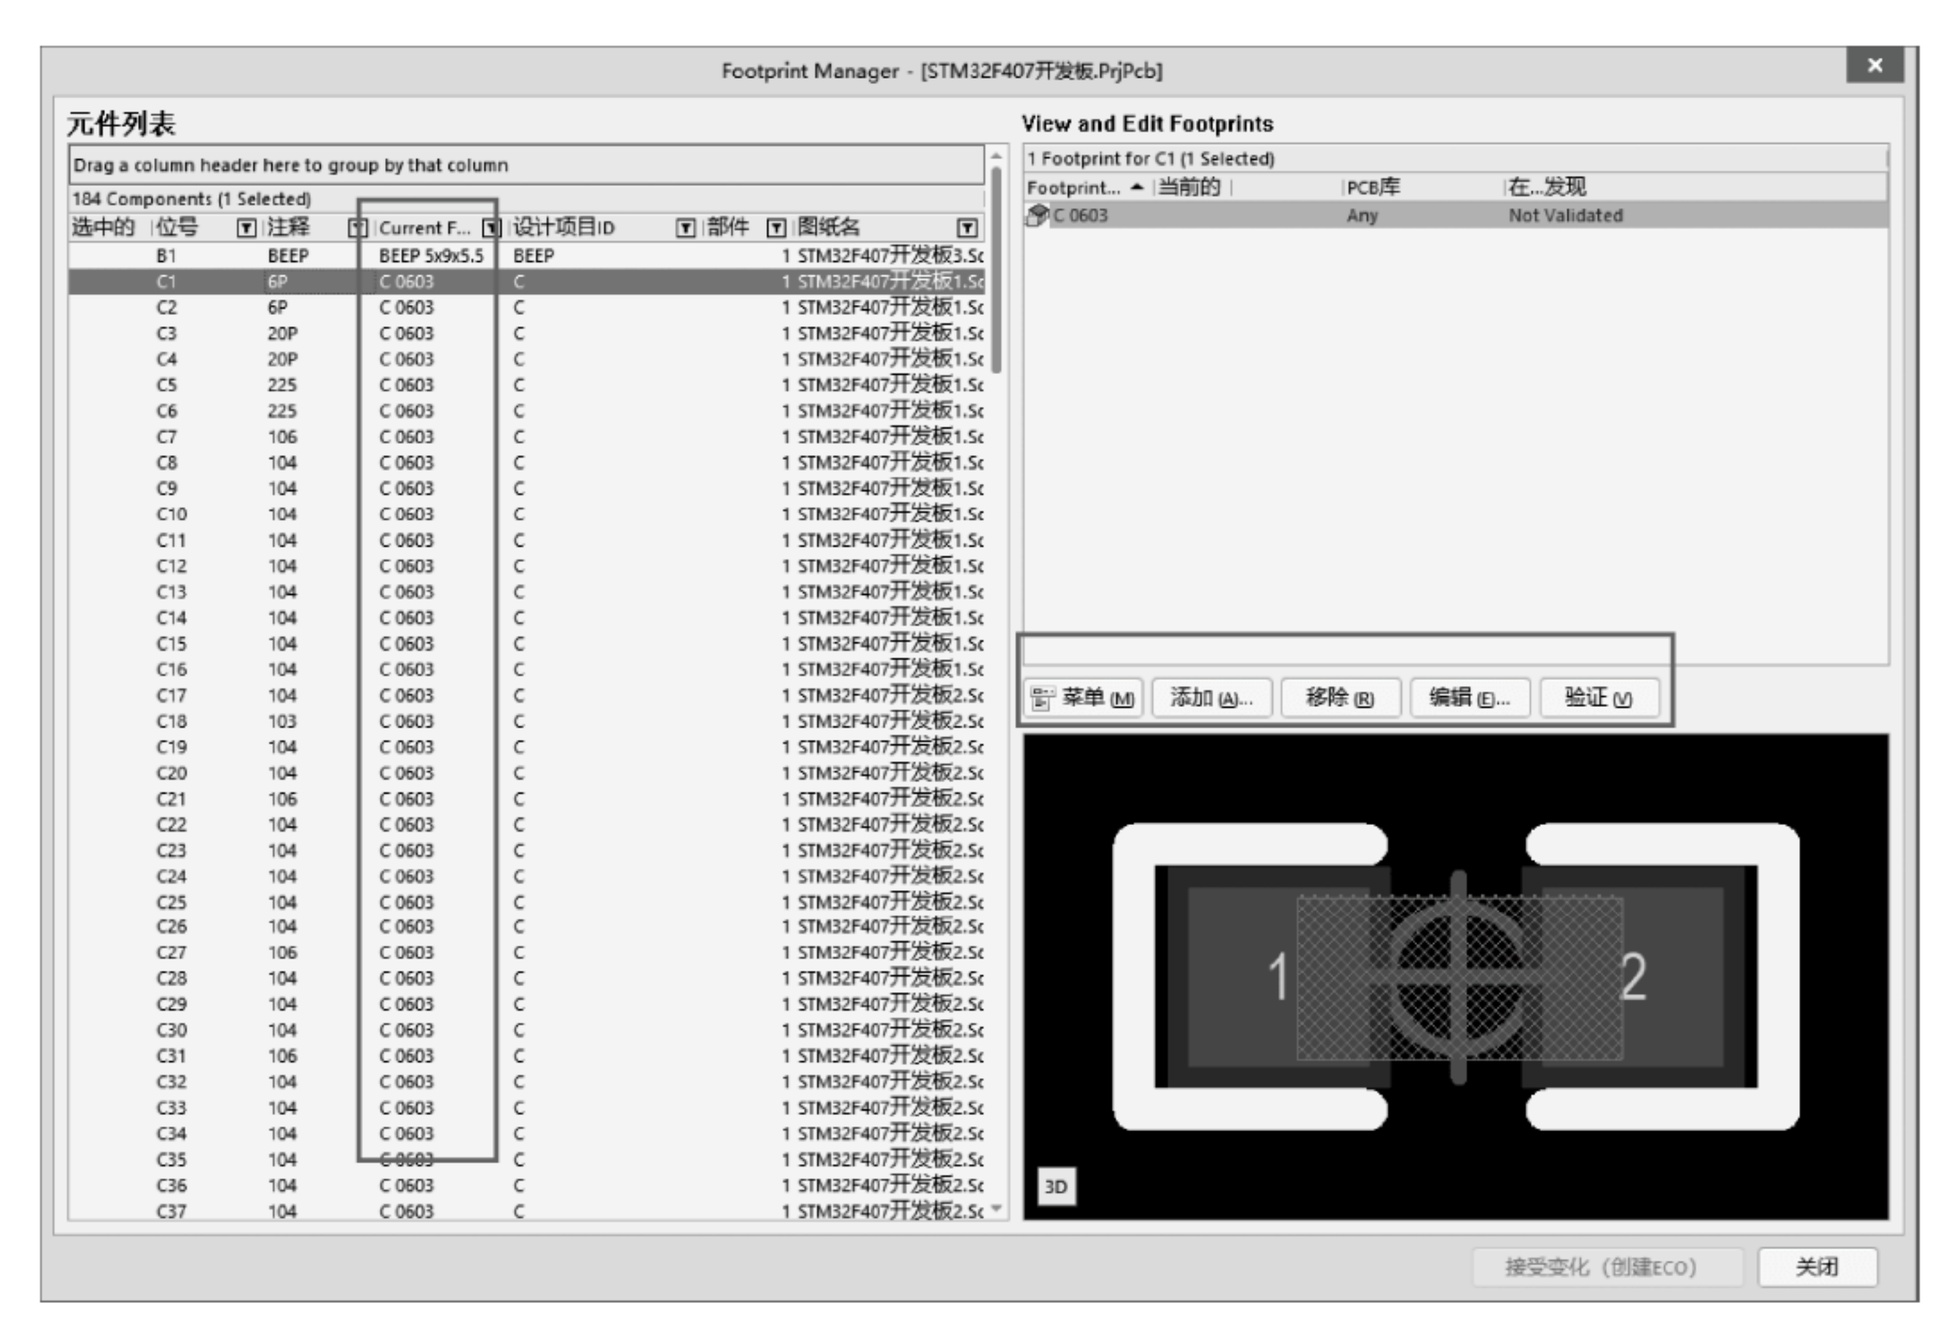

图 6-8 Footprint Manager 对话框
(1) 在原理图编辑界面中，执行菜单栏中“工具”→“封装管理器”命令，弹出Footprint Manager 对话框，在对话框左侧栏中可查看所有器件的各种信息，右侧栏中可对元件的封装进行添加、移除和编辑操作，使原理图元件与封装库中的封装匹配上，如图 6-8 所示。